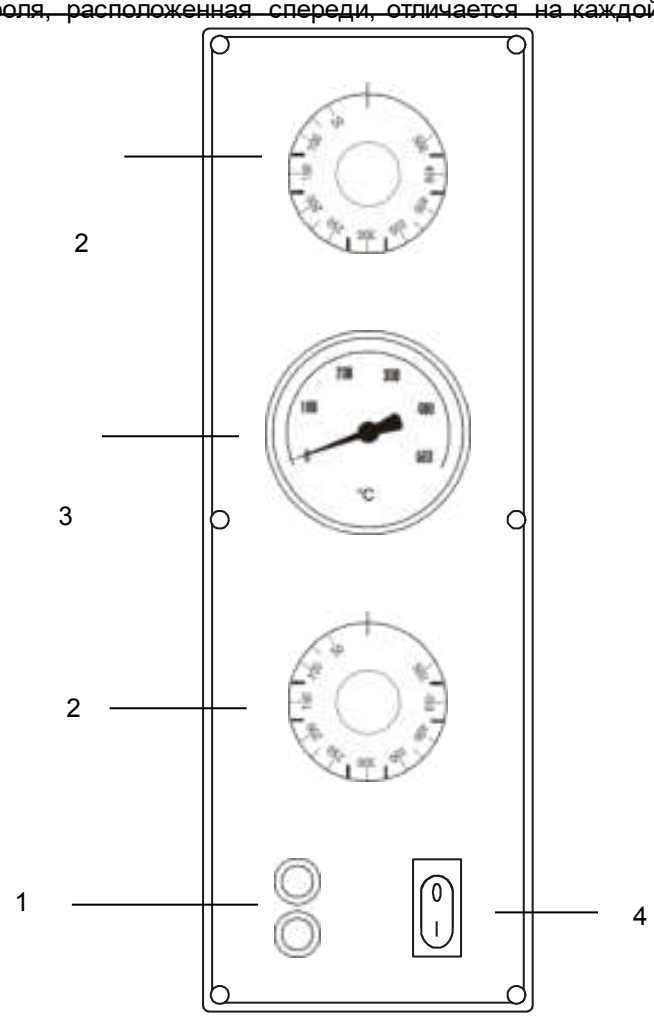

РИС.7 *(Панель контроля)*
Панель контроля, расположенная спереди, отличается на каждой из моделей, как показано на **РИС.7.**
ПОЯСНЕНИЯ К РИС.7
3) Активируйте резисторы, установив терморегуляторы **(РИС. 7 - №2)** на температуру **150 °C,** обозначенную на ручке. Загорится зеленый индикатор, сигнализирующий о том, что резисторы активированы;
5) Отключите резисторы, переведя терморегуляторы **(РИС. 7 - №2)** в **позицию «0»**. Соответствующий зеленый индикатор погаснет;
7) Снова закройте дверцу и повторите действия, описанные в п.**3**, установив терморегуляторы **(РИС. 7 - №2)** на температуру **400°C**, обозначенную на ручке;
9) Отключите резисторы, переведя терморегуляторы **(РИС. 7 - №2)** в **позицию «0»**. Соответствующий зеленый индикатор погаснет;
3) Активируйте резисторы, настроив терморегуляторы **(РИС. 7 - №2)** на желаемую температуру, указанную на ручке. Загорится соответствующий зеленый индикатор, свидетельствующий о работе резисторов;
4) Как только температура в печи достигла желаемого уровня (см. п.**9** данного раздела), отображаемого на термометре **(РИС. 7 - №4),** можно загружать пиццу;
6) Для того, чтобы включить внутреннюю подсветку камеры, нажмите переключатель освещения печи **(РИС. 7 - №5)**;
1) Отключите печь, переведя выключатели терморегуляторов (**РИС. 7 - №2**) и резисторов (**РИС. 7 - №3) в позицию «0».**